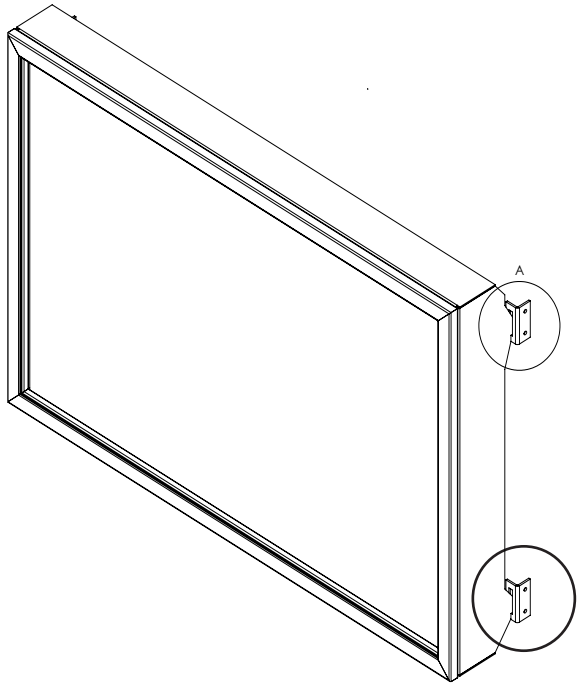

Figure 46: Installing Safety Screen onto Cabinet Bracket (Parts removed for clarity)
2. Lift the face upright in front of the fireplace with the four (4) hooks pointing towards the fireplace. Slide the hooks into the corresponding brackets on each side of the cabinet (see Figure 46). Ensure the hooks are secure before releasing the safety screen.